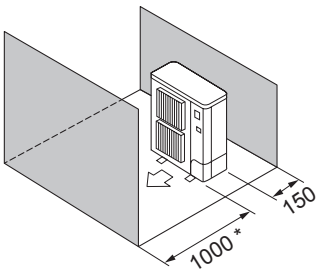

Fig. 2-11
⑤ Hindernisse nur auf der Vorder- und Rückseite (Fig. 2-11)